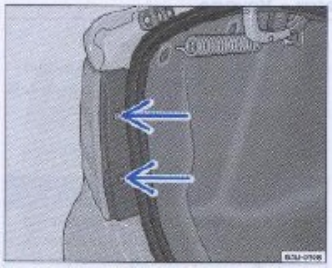

Fig. 149 Remoción de la luz trasera en la carrocería
– Remover los tornillos de fijación ⇒ página 216, fig. 149 -flechas-.
– Instale los tornillos de fijación ⇒ página 216, fig. 149 -flechas-.